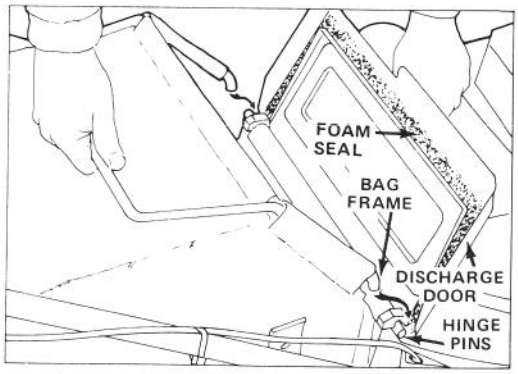

Figure 10
2. INSTALLING BAG – Raise discharge door and hook bag frame onto hinge pins (Fig. 10). Allow bag to rest on mower housing over discharge opening. Close door and make sure it seals around top of bag opening.